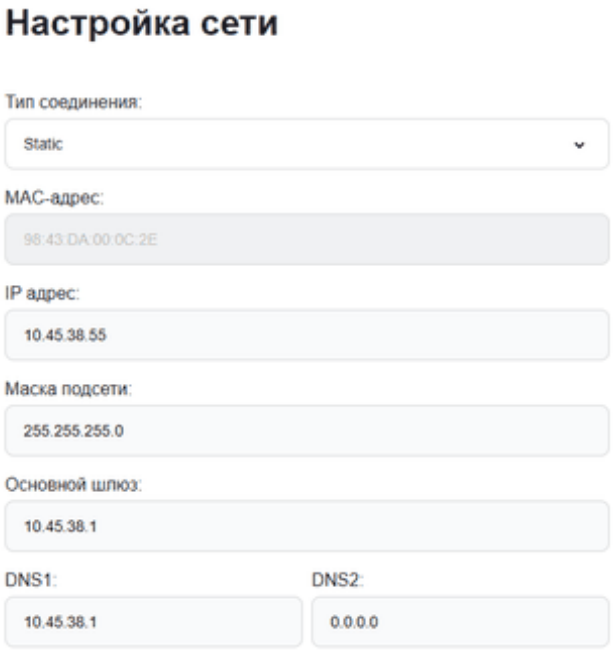

Рисунок 18 – Настройка сети, Static
2.11.2 Все сообщения выводятся в специальном окне на странице «Логирование», рисунок 18.